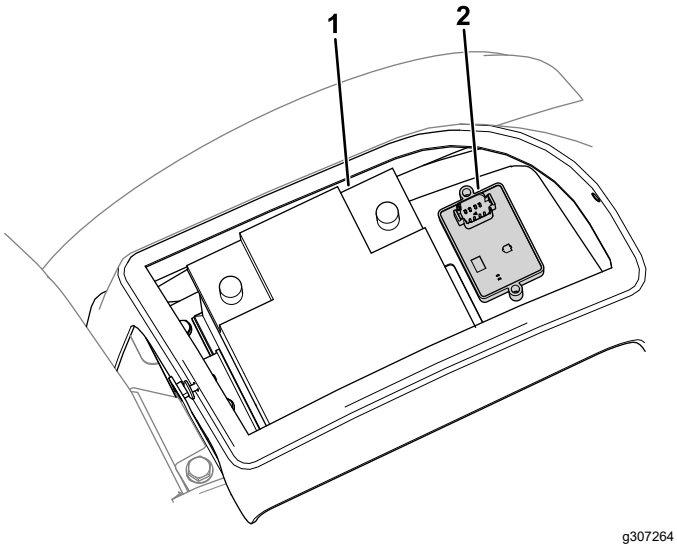

Bild 12
2. Befestigen Sie den Neigungssensor mit zwei Schrauben (M6 x 35 mm) und zwei Bundmuttern (M6) an der Befestigungsplatte vor der Batterie (Bild 12).